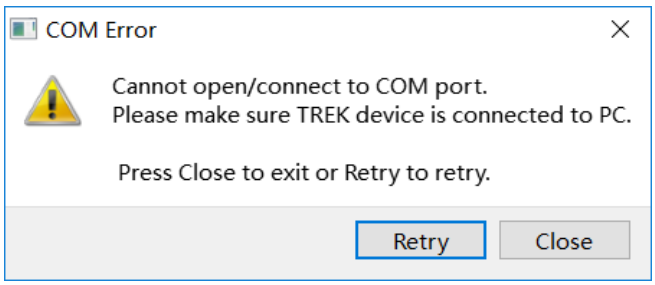

图 4.2.2 上位机无法通讯
4) 打开上位机软件 DecaRangeRTLS.exe，如出现如图 4.2.2，可能有以下几个原因：